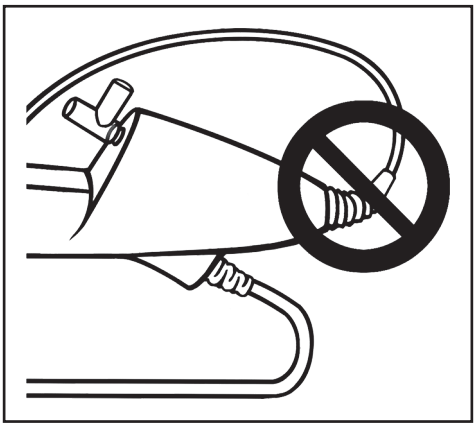

Figura 5. EVITARE PIEGATURE TROPPO STRETTE
- L'ureteroscopio è dotato di un meccanismo di scarico della tensione nel punto di passaggio dall'impugnatura al corpo. Lo scarico della tensione protegge il dispositivo durante l'uso. Per prevenire danni al corpo e/o alla fibra ottica, non piegare eccessivamente il corpo (Figura 5).